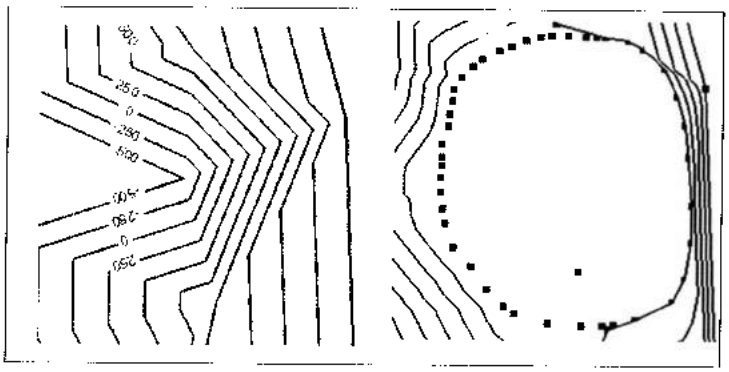

Рис. 22.10. *Формирование горизонтальной площадки*
2. Установить на ленте в разделе **Tools** инструмент **Place Point** (Разместить точку) и вдоль границ площадки добавить последовательность точек с равными значениями высоты (рис. 22.10).